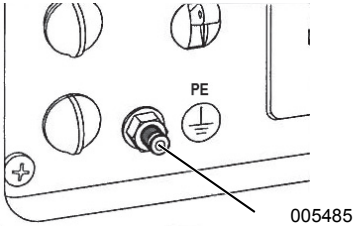

***Figure 3-1.Grounding the Generator***
The generator is equipped with an equipment ground connecting the generator frame and the ground terminals on the AC output receptacles (see NEC 250.34 (A). This allows the generator to be used as a portable without grounding the frame of the generator as specified in NEC 250.34. See ***Figure 3-1***.